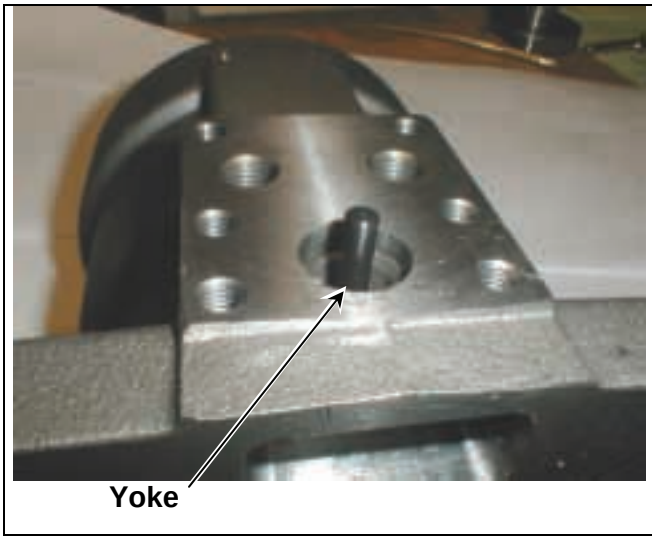

**Figure 2: Yoke**
1. Remove 3/8 plug and pull the yoke out, see Figure 2.